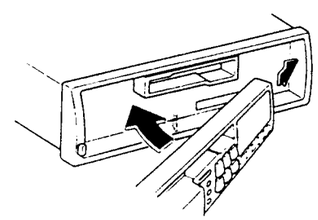

Fig. 4
1. Check that there is no dirt, etc., in the grooves on the unit, then insert the detachable front panel from the right side. (Fig. 4)
(1) After removal of Nose Unit, remove two screws marked "▲" and the Hooks (b) as shown in Figure 4.
(2) Remove one screw marked "※" and the Hooks (c) as shown in Figure 4.
<Figure 4>